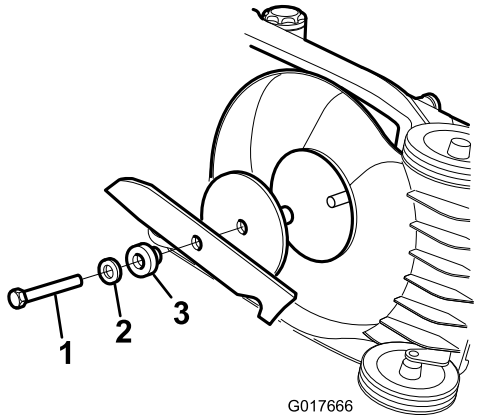

Рисунок 22
1. Возьмитесь за конец ножа (Рисунок 22) рукой в перчатке на толстой подкладке или через слой ветоши.
Установите острый, отбалансированный нож и болт ножа. Для обеспечения правильной установки широкая часть ножа должна быть обращена к верхней части корпуса газонокосилки. Затяните болт ножа с моментом 54 Н-м (Рисунок 22).